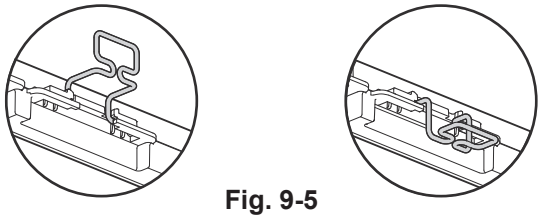

Fig. 9-5
9.4.1. Vorbereitungen (Fig. 9-5)